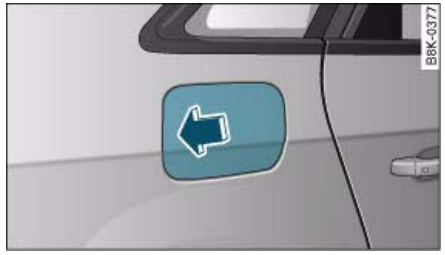

Fig. 247 Vehicle as seen from the rear right: Opening fuel tank flap
– Press the left side of the flap to open it ⇒ fig. 247 -arrow-.